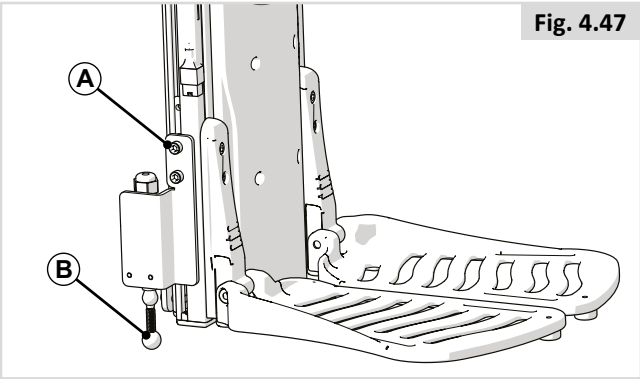

Fig. 4.47
Er is een schakelaar gemonteerd wanneer de optionele functie 'Voetenplaat naar de grond' (fig. 4.47) aanwezig is. De schakelaar (A) moet in hoogte worden aangepast nadat de voetplaathoogte aan de onderbeenlengte is aangepast. Controleer of de bal van de schakelaar zich volledig onder de laagste rand van de voetsteun (B) bevindt.